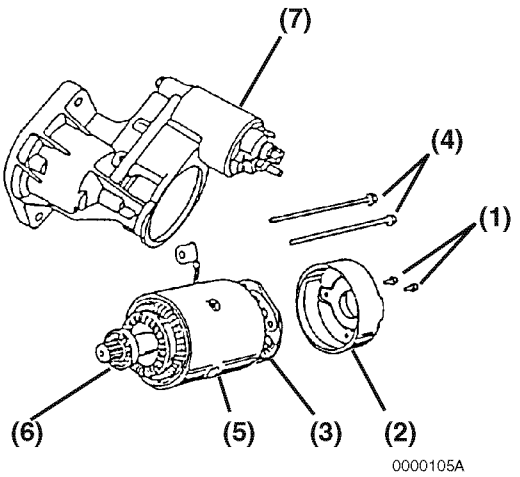

Figure 11-4
2. Remove the two M4 bolts **(Figure 11-4, (1))** securing the rear cover **(Figure 11-4, (2))** to the brush holder assembly **(Figure 11-4, (3))**.
3. Remove the two M5 through bolts **(Figure 11-4, (4))**. Separate the rear cover **(Figure 11-4, (2))**, field coil assembly **(Figure 11-4, (5))** with the armature assembly **(Figure 11-4, (6))** from the gear housing **(Figure 11-4, (7))**.